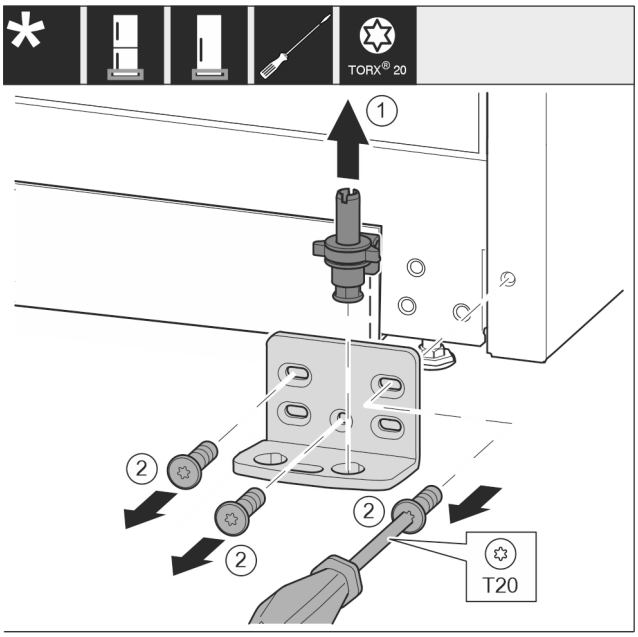

Fig. 15
- ▶ Lagerbolzen komplett nach oben herausziehen. *Fig. 15 (1)*
- ▶ Schrauben mit Schraubendreher T20 herausdrehen und Lagerbock abnehmen. *Fig. 15 (2)*